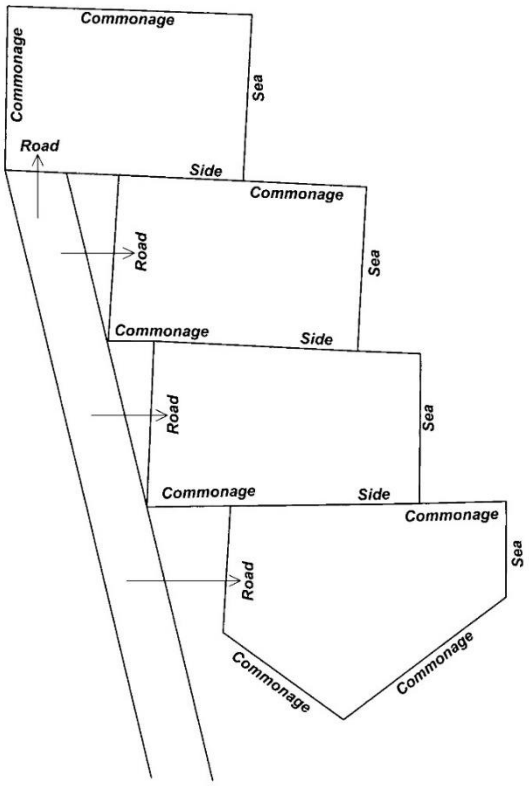

Figure 1: Cadastral boundaries
The side boundary is the boundary between two (2) adjoining erven or where such erven abut or face the commonage. Where a side boundary projects at the end of a cluster and faces the street, this portion becomes a street boundary (refer street boundary below). See Figures 1 & 2.
The designation of boundaries in terms of figures 1 & 2 must be shown on the plans.